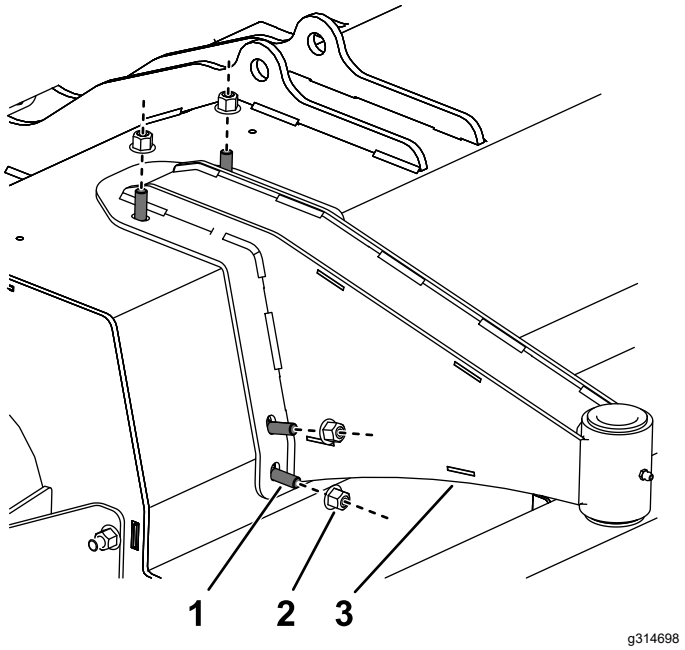

Figure 7
2. Assemble each caster arm to the cutting unit with 6 carriage bolts (M10) and 6 locknuts (M10) as shown in Figure 7; torque the locknuts to 47 to 57 N·m (34 to 42 ft-lb).